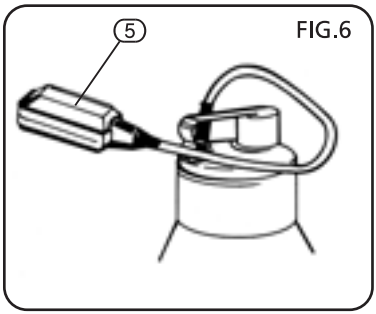

FIG.6
10.1 FLOATING SWITCH - FIGS. 6 - 10